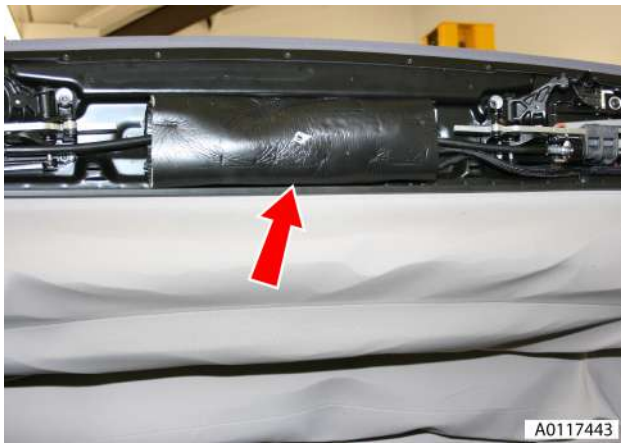

Fig. 1
2. Release insulation from header latch motor (see Fig. 1).